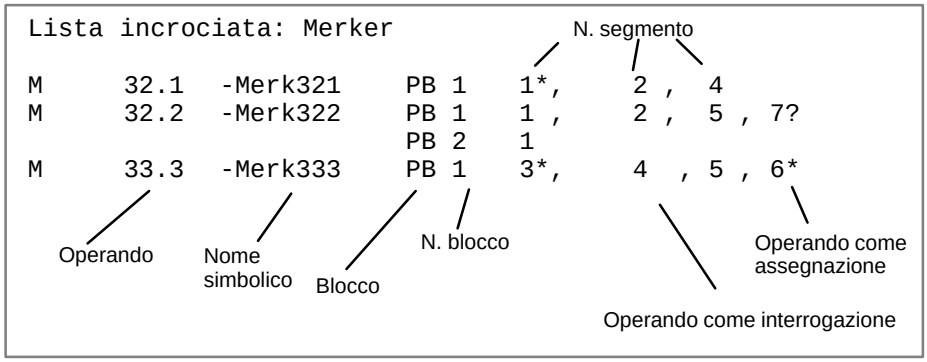

Figura 18-6 Esempio di lista incrociata
- carattere di identificazione aggiuntivo per il tipo di utilizzo (vedere la figura 18-6)